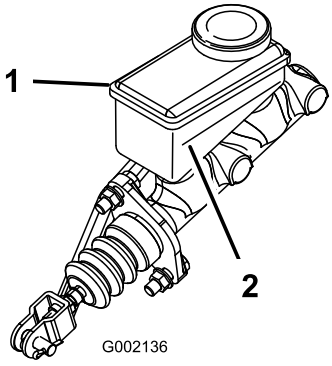

**Figur 68**
5. Se på siden av beholderen for å se væskenivået (Figur 68).
B. Hell DOT 3-bremsevæske i beholderen til væskenivået er over minimumslinjen (Figur 68).